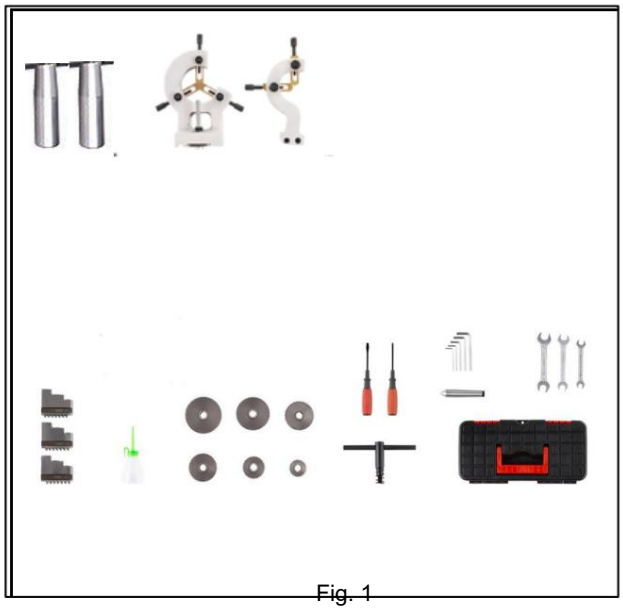

Fig. 1
CONTENU DE LA BOÎTE À OUTILS (Fig. 1)
8. Levier de déplacement du support composé (E, Fig. 1 1)